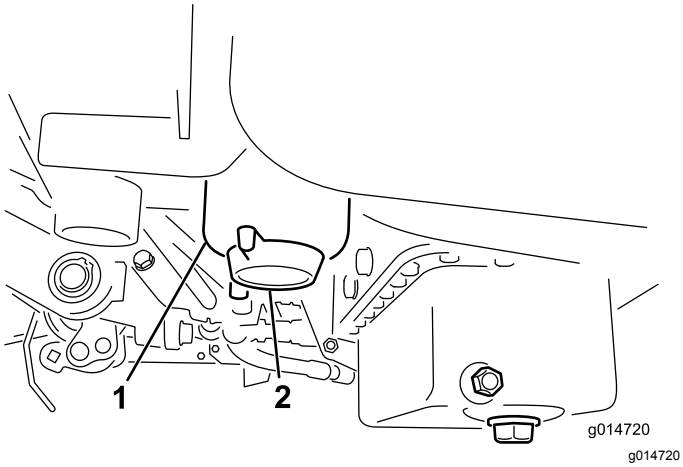

**Figur 33**
2. Rengör området där filterskålen ska monteras (Figur 33).
4. Öppna filtrets avtappningsplugg (Figur 33).